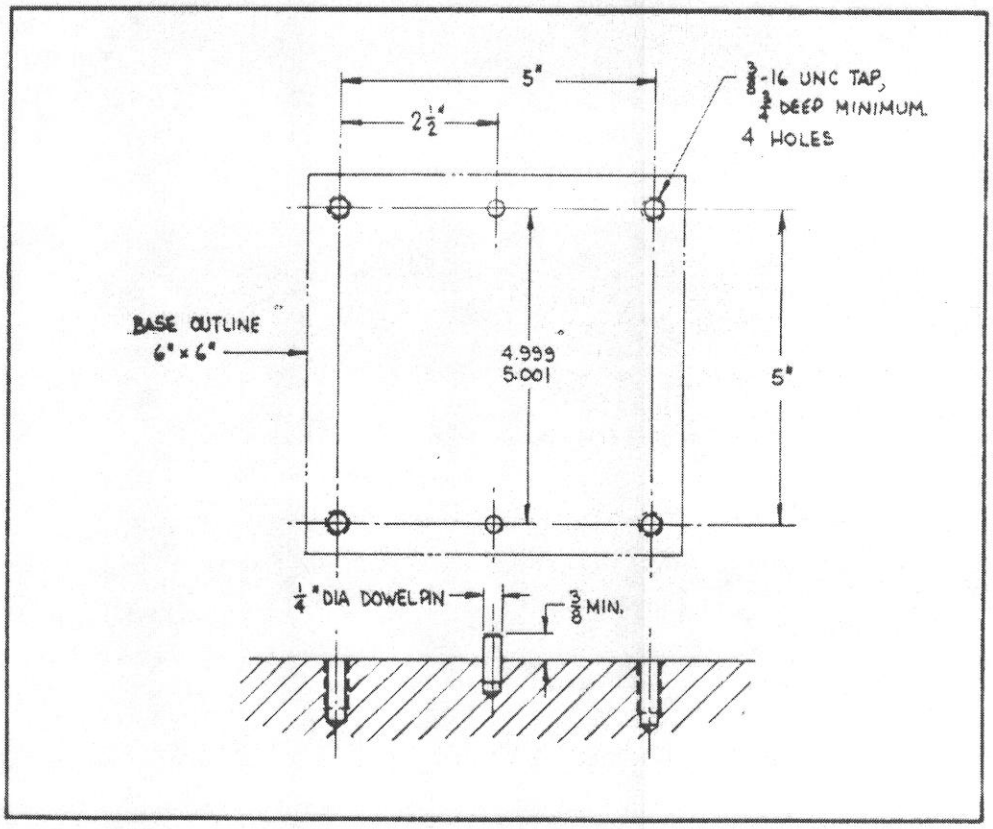

Figure 3-1 Robot Base Dimensions
2. Drill holes in mounting platform using the dimensions shown in figure 3-1.
5. For future precise relocation use 1/4" diameter dowel pins as shown in figure 3-1.